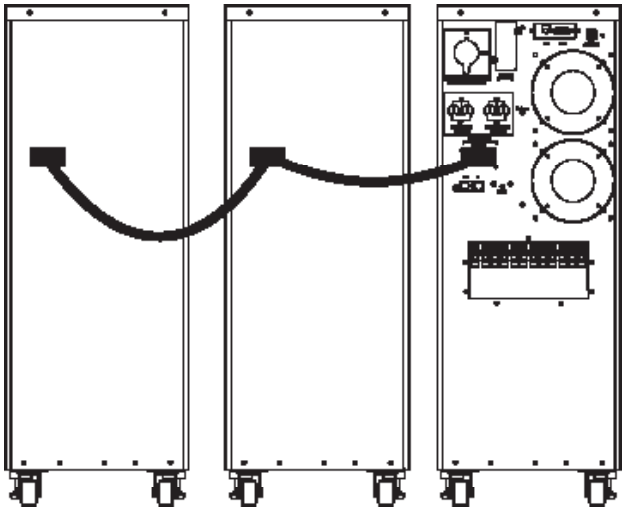

Рис. 2.2
3. Подключите провод блока батарей к ИБП (рис. 2.2). Если Вы используете второй блок батарей, то подключите его к первому.